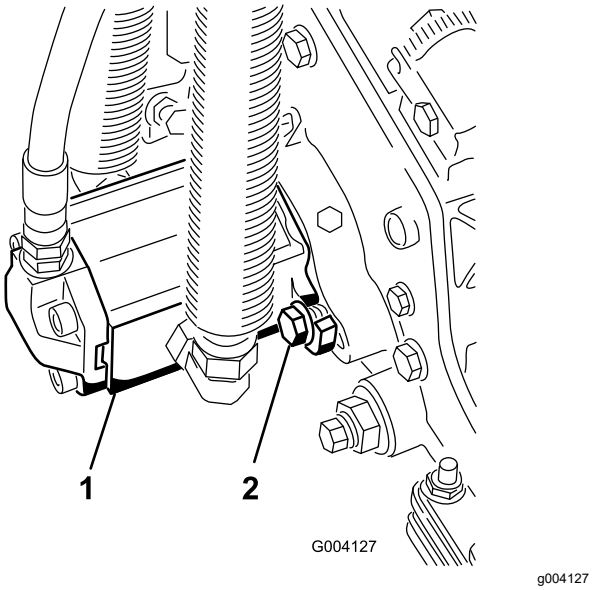

Figur 20
17. Montera motorn genom att vrida den medurs så att motorflänsarna går fria från skruvarna (Figur 20).